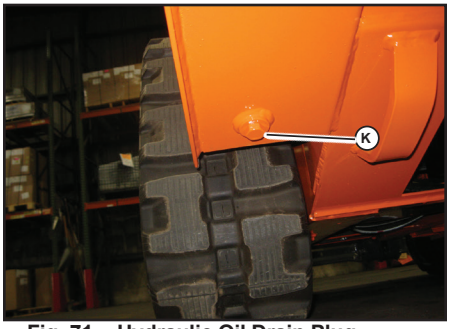

Fig. 71 - Hydraulic Oil Drain Plug
4. Position a waste oil collection container with a capacity of at least 30 L (8 gals.) underneath the hydraulic oil reservoir drain plug (K, Fig. 71).